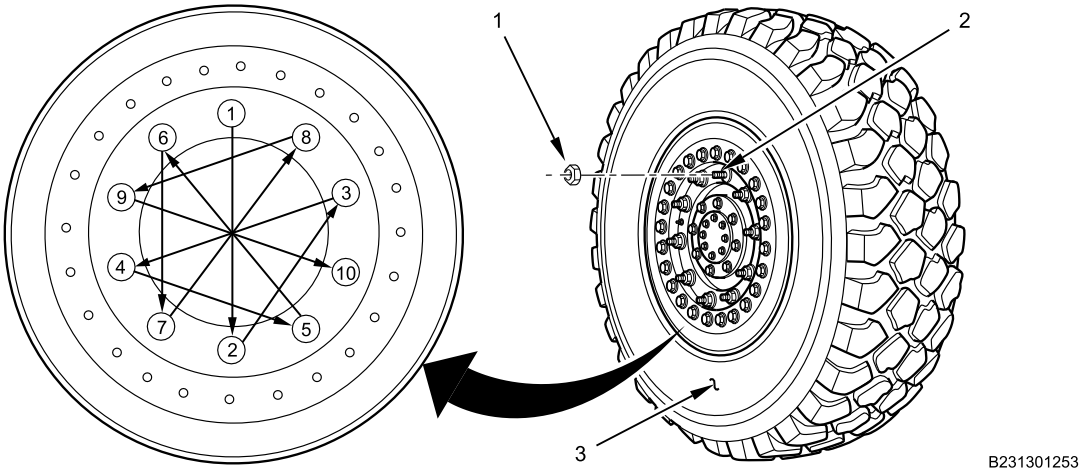

Figure 3. Wheel and Tire Assembly.
1. Apply corrosion preventive compound on wheel studs (Figure 3, Item 2) and lug nuts (Figure 3, Item 1).
2. With assistance, align holes in wheel with wheel studs (Figure 3, Item 2) and install wheel and tire assembly (Figure 3, Item 3).
3. Install 10 lug nuts (Figure 3, Item 1) and torque to 450-500 lb-ft (610-678 N•m) in sequence as shown in illustration.